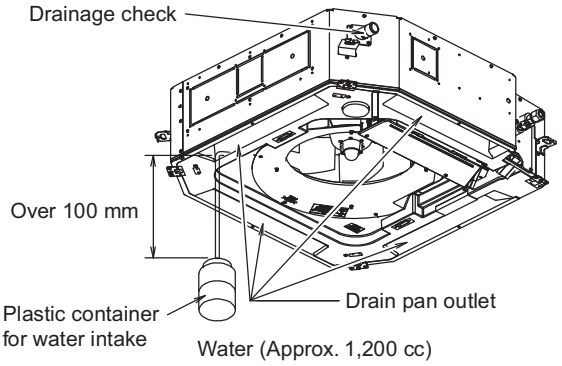

Fig. 1-18
(1) Connect power to the power terminal board (L, N terminals) inside the electrical component box.
(2) Slowly pour about 1,200 cc of water into the drain pan to check drainage. (Fig. 1-18)
(3) Short the check pin (CHK) on the indoor control board and operate the drain pump. Check the water flow through the transparent drain pipe and see if there is any leakage.
(4) When the check of drainage is complete, open the check pin (CHK) and remount the tube cover.
(5) Checkpoint after installation